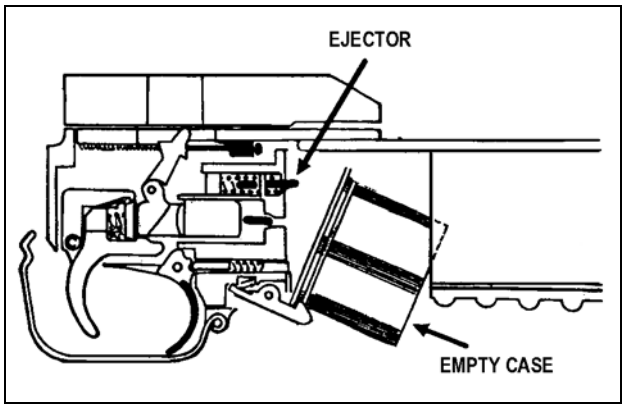

Figure 2-6. Ejecting the round or cartridge case.
d. **Ejecting**. The spring-loaded ejector pushes the live round or spent cartridge case from the barrel assembly (Figure 2-6).